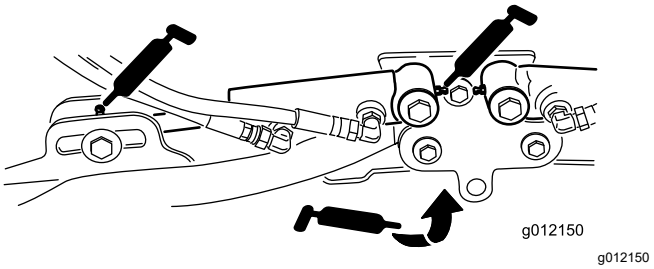

Figur 71
- Klippenheternas lyftarmscylindrar (2 var) (Figur 71)
- Lyftarmens svängtappar (1 var) (Figur 71)